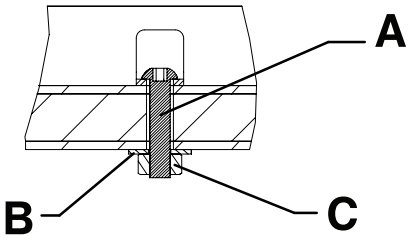
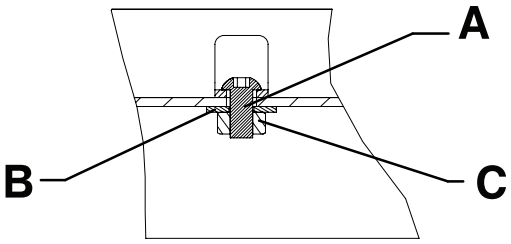

Figura 12 – Raíles guía de montaje en suelo - Vista 5A
Figura 13 – Raíles guía de montaje en bandeja - Vista 5B
5. Fije los raíles guía al suelo o a la bandeja utilizando dos tornillos de cabeza cilíndrica de botón M8 (A), dos arandelas planas M8 (B) y dos tuercas M8 (C) (no suministrados) (Figura 12 o Figura 13).